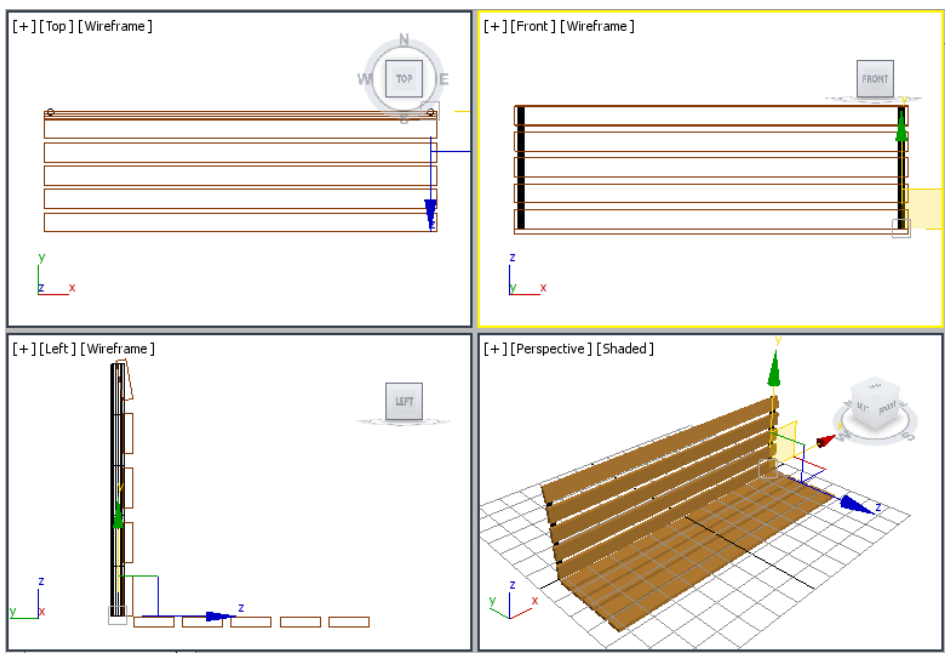

Figure 2-73 *The vertical back support002 in viewports*
6. Activate the Front viewport by middle-clicking in it. Choose the **Select and Move** tool and move the cursor over the horizontal axis. Press and hold the SHIFT key and the left mouse button, and then drag *vertical back support001* to the right side to align it with the right side of *horizontal back support*, as shown in Figure 2-73. Release the left mouse button and the SHIFT key; the **Clone Options** dialog box is displayed.
7. In the **Clone Options** dialog box, make sure the **Copy** radio button is selected. Set the value **1** in the **Number of Copies** spinner and choose the **OK** button; *vertical back support002* is created with the same dimensions as *vertical back support001*, refer to Figure 2-73.